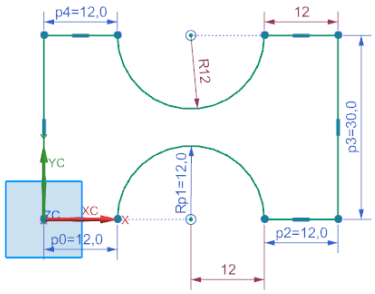

Figure 2-62 *Final sketch for Tutorial 3*
18. Press the ESC key twice to exit the **Profile** tool. The final sketch of the model is shown in Figure 2-62.